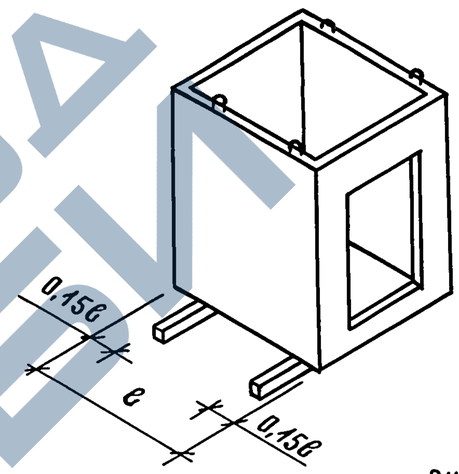

Рис. 2
6.1 Изделия должны храниться на складах в рабочем положении с опиранием на деревянные прокладки (рис.2)